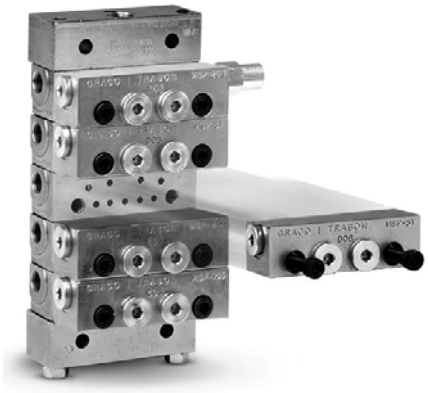

FIG. 5
1. The MSP Divider Valves require assembly (FIG. 5).
b. Assemble metering valves to base plates as shown in FIG. 5.